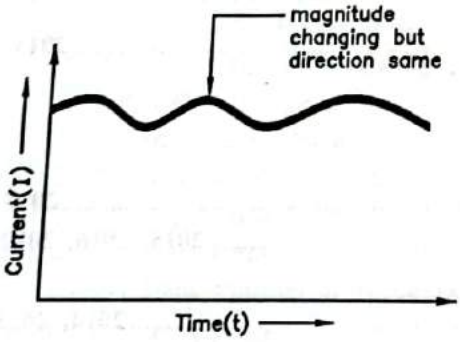

FIG. 2.2 : FLUCTUATING CURRENT
- If the current generated by devices like rectifier, it will be observed that the direction of current remains constant but the magnitude has small periodic variations with time, Fig. 2.2 such type of current is called fluctuating current.